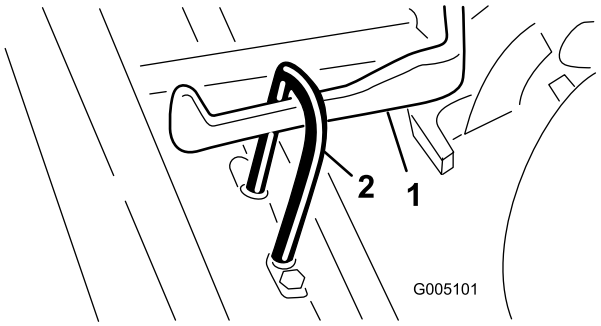

Figuur 8
3. Schuif het maaidek onder het trekframe terwijl u de hefhaak vastzet aan de hefarm(Figuur 8).